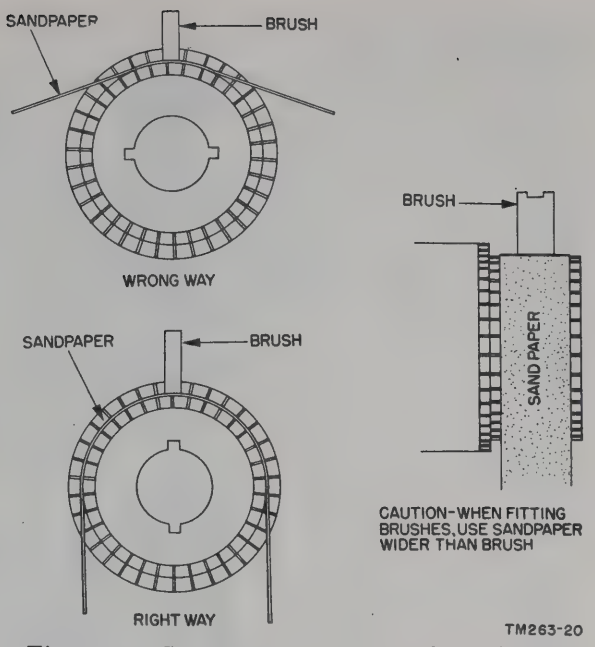

Figure 149. Correct and incorrect methods of fitting brush to commutator.
c. Use two strips of No. 00 sandpaper about 5 inches long and almost as wide as the hv and lv armatures. Wrap the strip of sandpaper around the commutator *with the sand surface out.* Insert the brushes in the brush holders, and replace the brush caps over the brush spring so that the brushes are pressed tightly against the sandpaper. Hold the ends of the sandpaper so as to stretch it tightly against the commutator (fig. 149). Rotate the armature back and forth until the full width of the brush face is making contact against the sandpaper, as indicated by the sanding marks or scratches on the contact surface of the brush when the brush is removed for inspection.